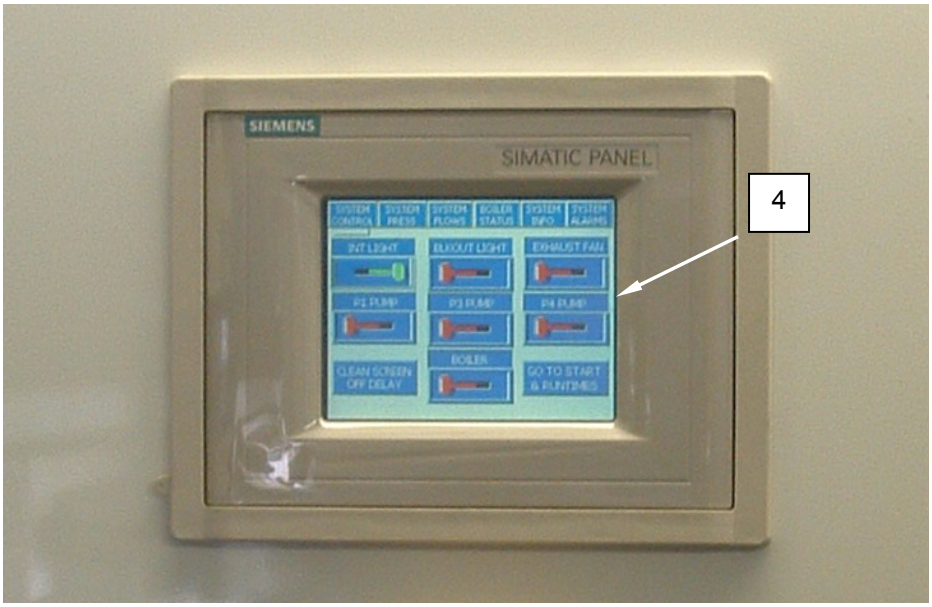

Figure 4. Nanofilter Cleaning Procedure – Switch P-4 Off.
5. Switch Pump P-4 **(Figure 4, Item 4)** OFF at the PLC.